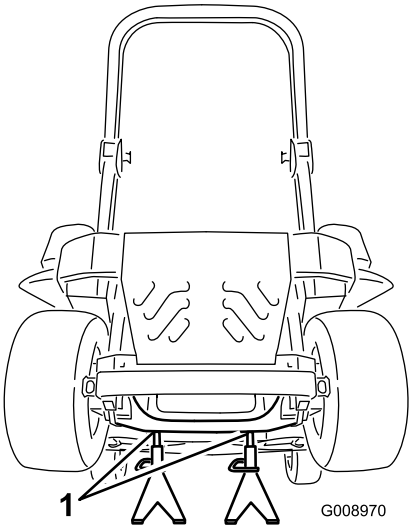

Figur 83
3. Løft opp maskinen og støtt den med jekkstøtter (Figur 83).
9. Ta bort jekkstøttene, og senk maskinen ned (Figur 83).